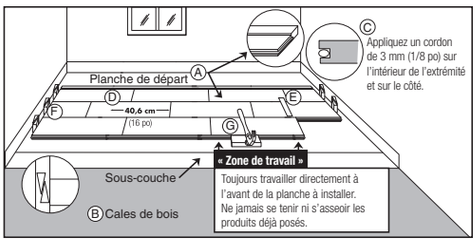

Figure 14
- Sélectionnez la première planche. Toutes les installations devraient débutées avec la rainure vers le mur en utilisant les planches les plus longues dont vous disposez. Appliquez un cordon de 31 mm (1/8 po) de colle sur le côté à rainure à l'extrémité de la planche. N'appliquez pas de colle le long de la rainure à ce moment (Item C, Figure 14). Les produits qui comportent une languette d'extrémité sur la gauche devraient être posés de droite à gauche, les languettes opposées
devraient être placées de gauche à droite. (Article D, Figure 14). Si vous avez utilisé une planche à sacrifier, ne collez PAS la première rangée à cette planche.
- Terminez la première rangée. Coupez la dernière planche en laissant un espace de 13 mm (1/2 po) entre le mur et le plancher. (Utilisez l'extrémité restante de la planche coupée comme planche de départ pour toutes les rangées après la troisième rangée). Installez une cale-clavette sur l'extrémité de la planche entre le plancher en bois dur et le mur, en laissant un espace de 13 mm (1/2 po) pour la dilatation. Évitez d'installer des planches de moins de 40,6 cm (16 po) dans les quatre premières rangées. (Article F, Figure 14).
- Utilisez une barre de tirage pour tirer la dernière planche en place depuis l'extrémité opposée. Installez les cale-clavettes dans l'espace et serrez (Article B, Figure 14).
- Coupez ou utilisez une planche plus courte pour la première planche de la deuxième rangée. Commencez la deuxième rangée en appliquant un cordon de colle de 3 mm (1/8 po) le long du fond intérieur de l'extrémité et de la rainure latérale de la nouvelle planche. Installez la première planche de la deuxième rangée. Appliquez un cordon de colle sur le côté à rainure de l'extrémité et le long de la planche suivante puis installez-la. Lorsque vous installez les planches ensemble, utilisez un bloc de frappe contre la languette et non contre la rainure (Article G, Figure 14). Utilisez un marteau ou le bloc de frappe pour installer les planches en place. Ne tapez PAS directement sur le bord avec le marteau. Terminez les rangées deux à quatre en utilisant cette technique. Au besoin, insérez les caleclavettes aux extrémités afin d'empêcher le plancher de bouger.